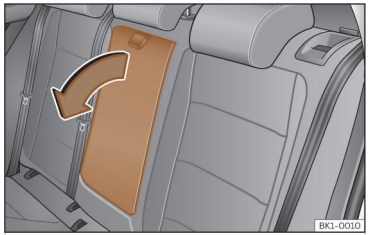

Abb. 97 Herausklappbare Mittelarmlehne hinten (schematische Darstellung).
- Zum *Ausklappen* der Armlehne, Zugschlaufe in Pfeilrichtung ziehen ››› **(Abb. 97)**.